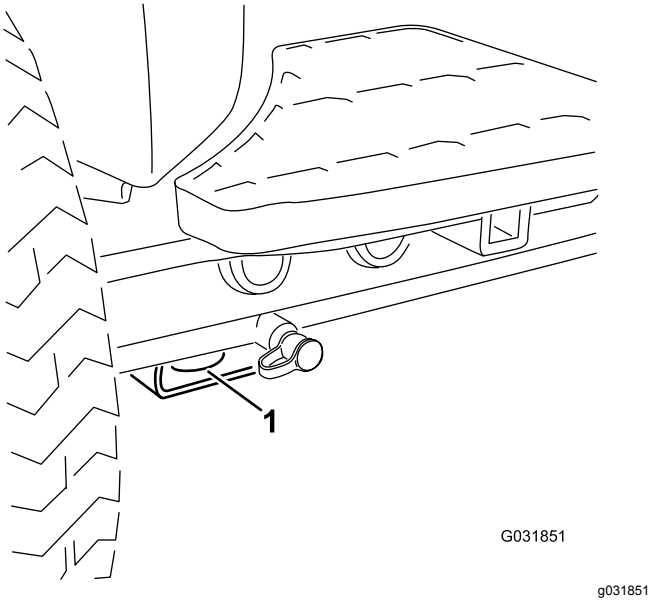
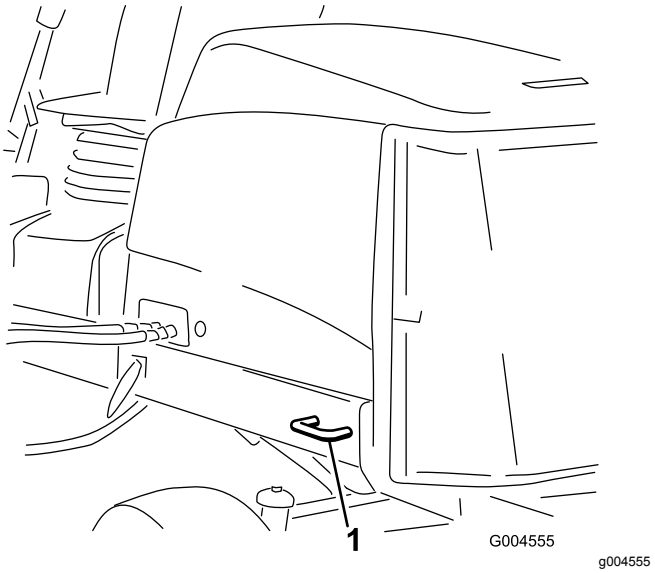

Figuur 73
Figuur 74
- Maak de machine stevig vast. Zowel de voorste als de achterste spanband moet naar beneden en naar de buitenkant van de machine lopen; zie Figuur 73 en Figuur 74.
- Voor – de opening in het rechthoekige blok, onder de asbuis, aan de binnenzijde van beide voorwielen (Figuur 73)
- Achter – Beide zijden van het achterframe van de machine (Figuur 74)